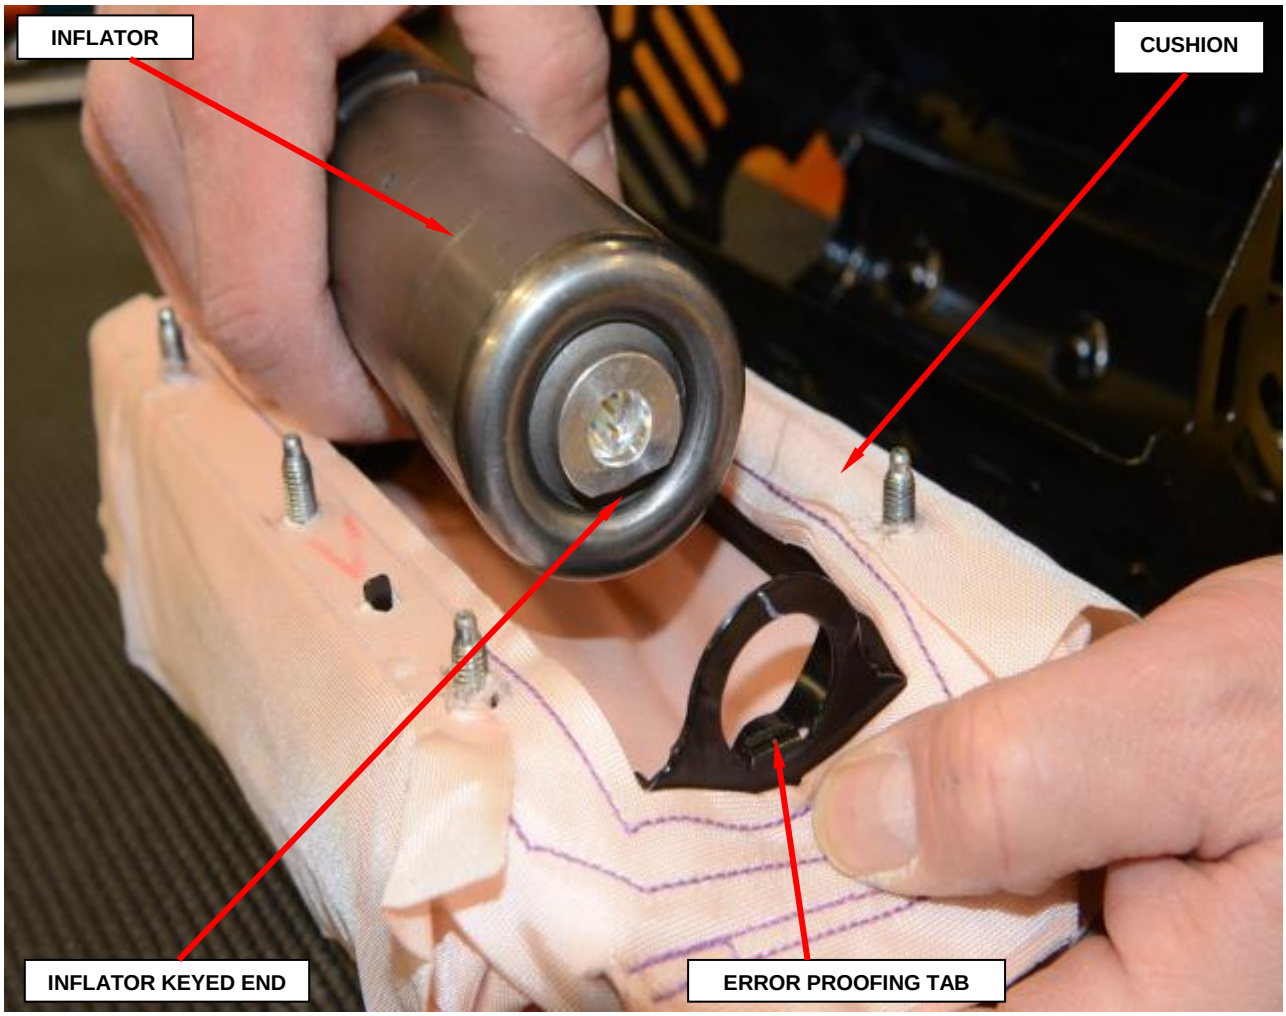

**Figure 34 – Inflator to Cushion**
k. Install the new inflator to the cushion noting keyed end alignment (Figure 34).
**NOTE: Ensure proper inflator fit. Note error proofing tab when reassembling to cushion (Figure 34).**